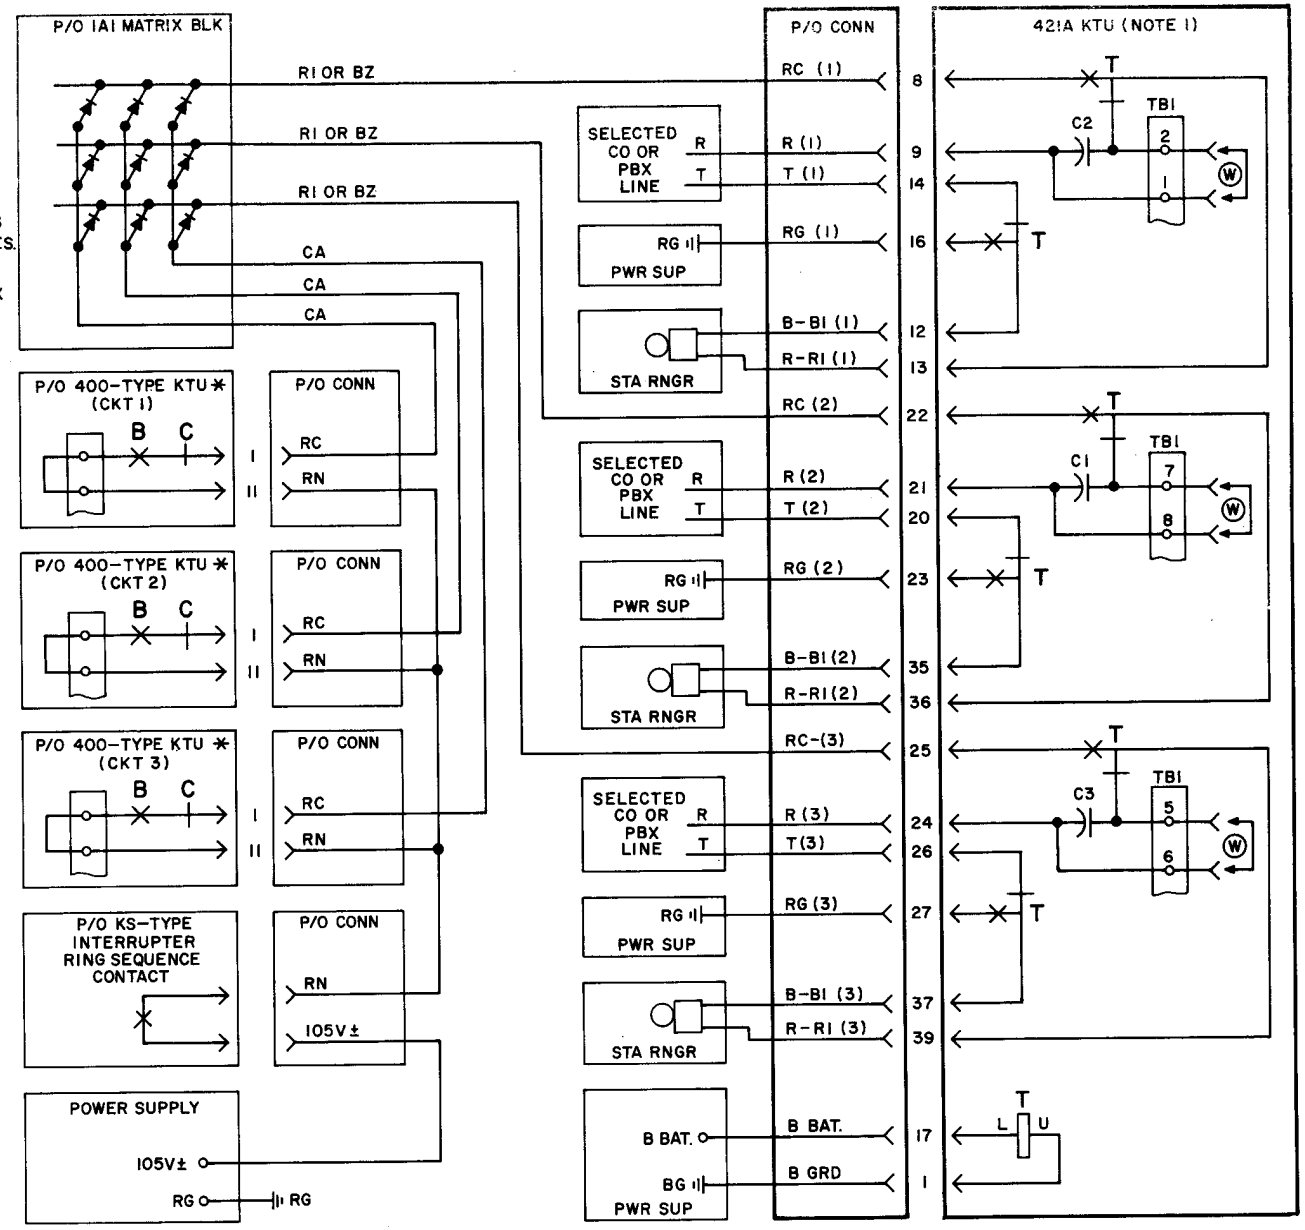
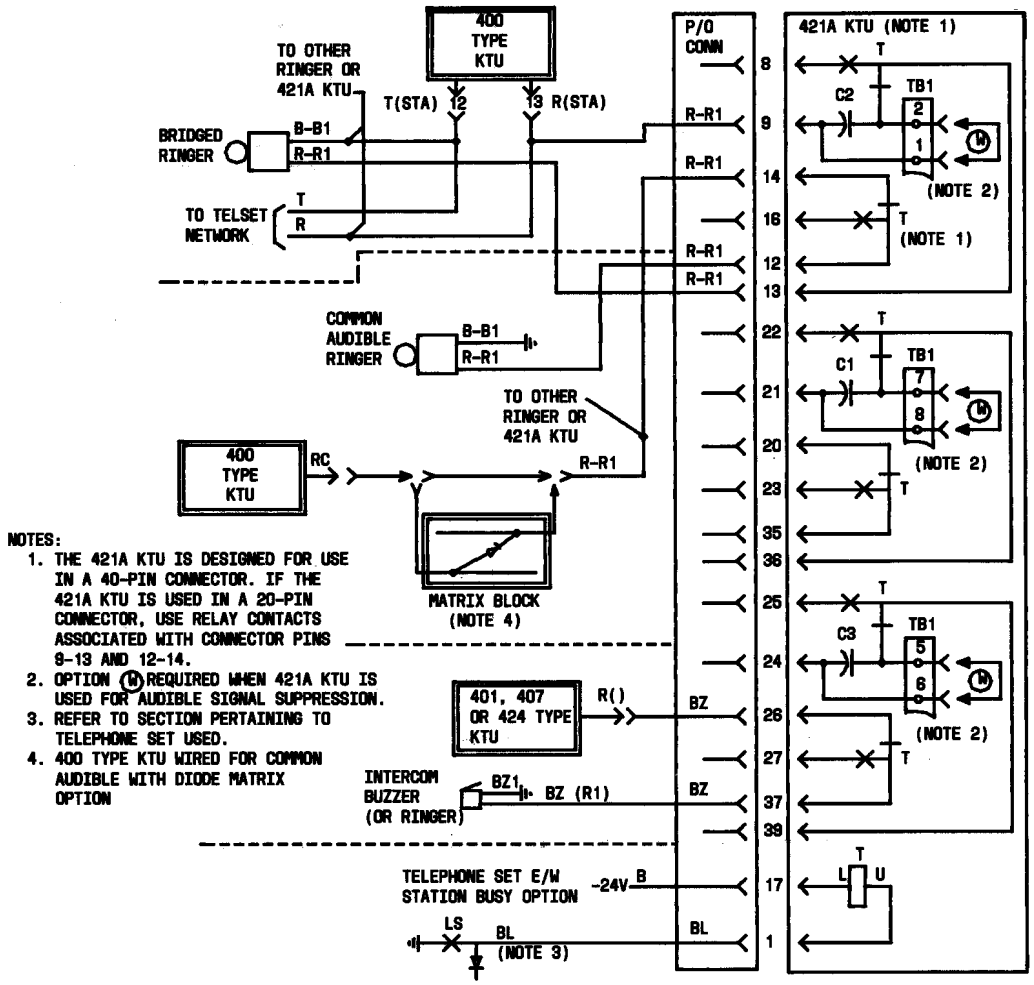
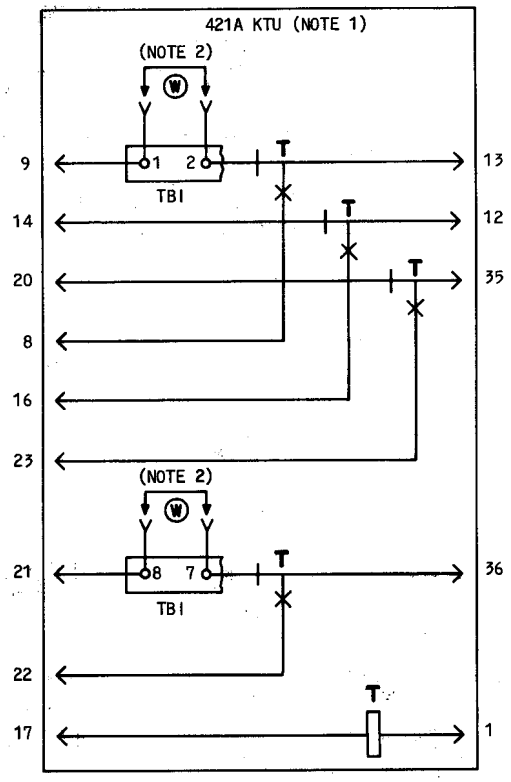

Fig. 7—Condensed Functional Schematic of 421A KTU (Wired for Power Failure Transfer)
Fig. 8—Condensed Functional Schematic of 421A KTU (Wired for Audible Signal Suppression)
Fig. 9—Condensed Functional Schematic of 421A KTU (General Purpose Relay)
2.05 The 421A KTU is a 4-inch, 40-contact unit that can be used to automatically transfer a maximum of three station ringers from a common audible connection to a line ringing connection in the event of a power failure (Fig. 7). ▶The 421A KTU can be used to suppress (cut off) audible signals on a line or lines associated with a key telephone set when that set is off-hook (Fig. 8).◀ It can also be used as a general purpose relay (Fig. 9). The KTU has the following operating features: